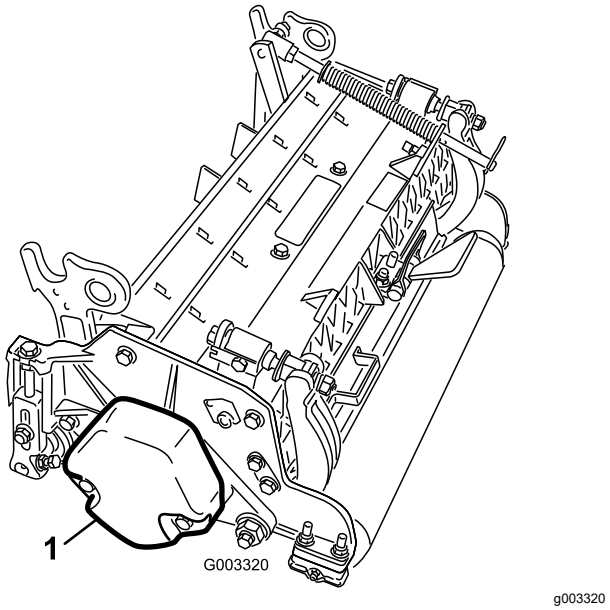

Figur 9
4. Kontroller at motvekten (Figur 9) er installert i den korrekte enden av klippeenheten som beskrevet i klippeenhetens *brukerhåndbok*.